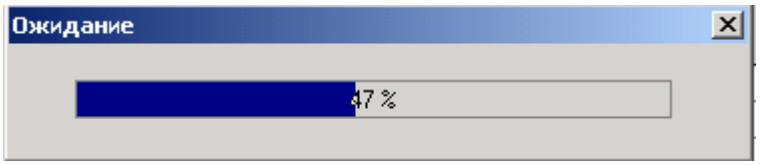
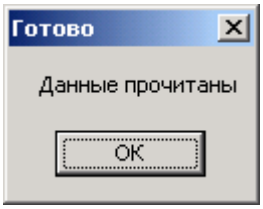

Рис.83. Окно переноса (прогресс-бар).
Рис.84 Окно готовности.
Появится окно переноса информации (рис.83).
Завершается процесс появлением окна готовности (рис.84).
- Начнется процесс чтения КФ из ЦП100 в выбранную строку. Сопровождается соответствующими окнами (рис.83 и рис.84).